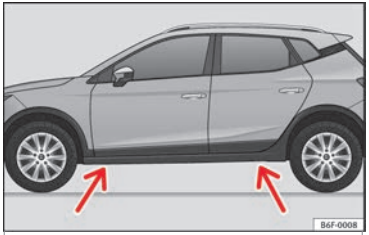

Fig. 83 Jack position points.
- Find the support point on the strut (sunken area) closest to the wheel to be changed ››› **Fig. 83**.